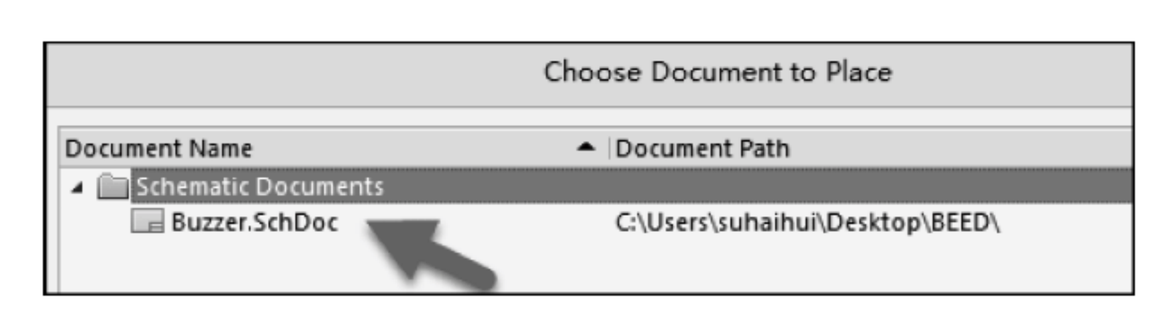
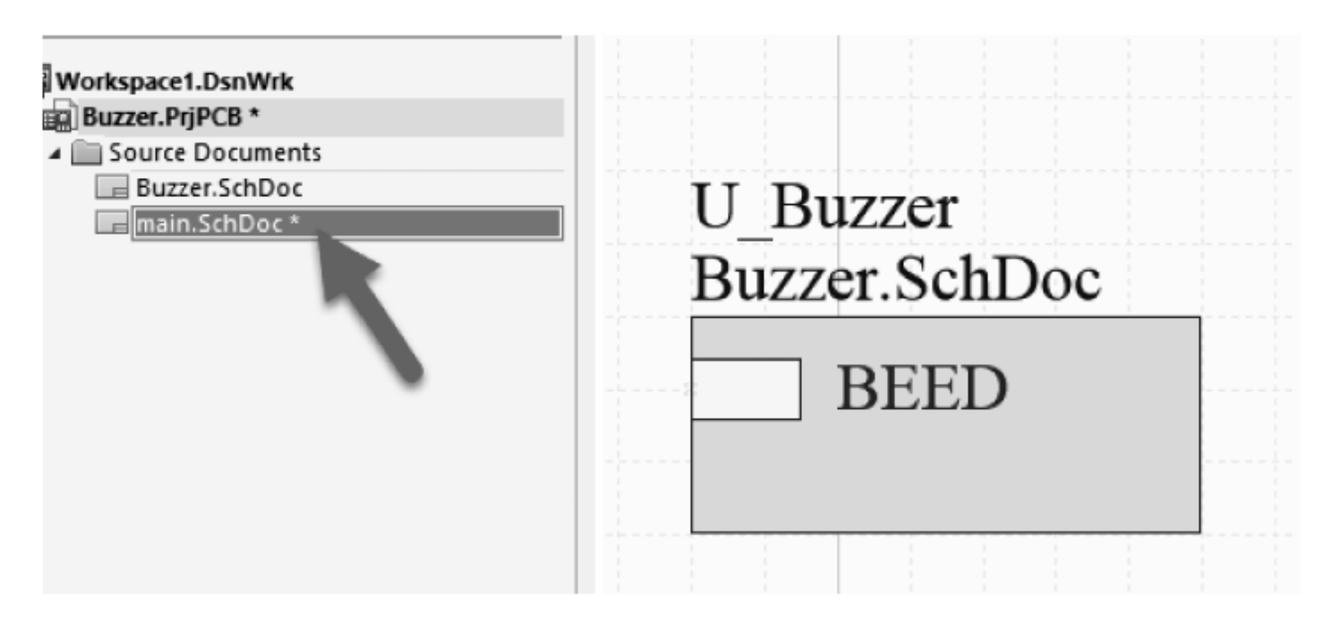

图 1-49　Choose Document to Place 对话框
图 1-50　Buzzer 页面符
(3) 在弹出的 Choose Document to Place 对话框中选择需要调用的原理图，如图 1-49 所示。选中之后单击 OK 按钮，可得到如图 1-50 所示的页面符。